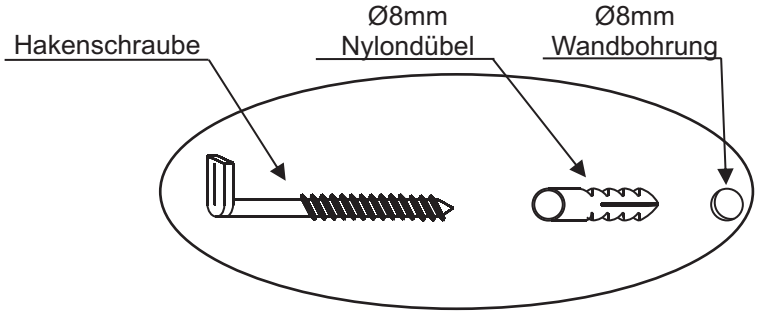

Abb. 6
7. Zur Montage des Paneels an die Zimmerwand bohren Sie mit einem Ø8mm Bohrer entsprechend den Aufhängebeschlägen 3 Dübellöcher in die Wand. Hängen Sie nach Montage von Kunststoffdübeln und Hakenschrauben das Paneel auf. (Abb.6)